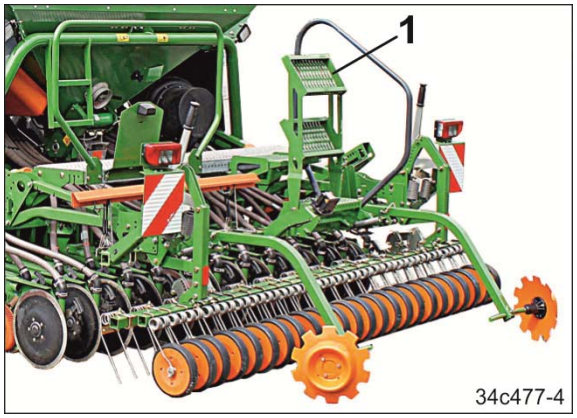

Fig. 110
1. Die Treppenstufen (Fig. 110/1) einklappen.